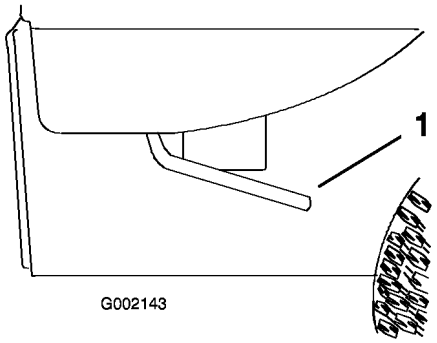

Figur 23
1. Lyft upp spaken på lådans båda sidor och lyft upp boxen (Figur 23).